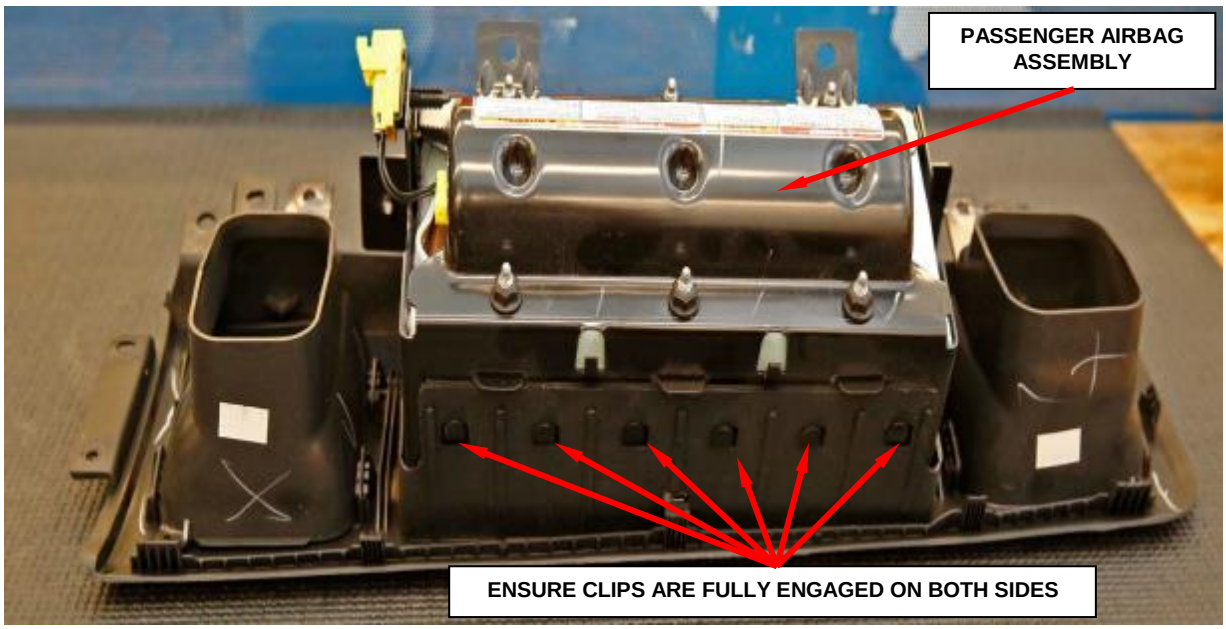

**Figure 27 – Passenger Airbag Assembly**
m. Install the passenger airbag assembly back into the cover, securing the clips on both sides (Figure 27).